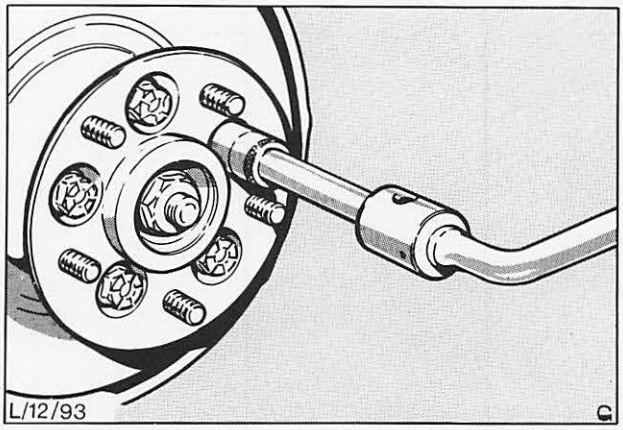

Abb. 24 Bremsscheibe befestigen
8. **Anlageflächen zwischen Bremsscheibe und Radnabe gründlich reinigen.** Bremsscheibe wieder einbauen, Abb. 24, und Bremsklötze wieder einsetzen (siehe Arbeitsposition 12 233).